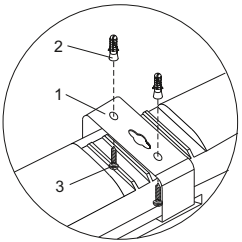

Рисунок 2
4.6 Монтаж светильника на рабочую поверхность производить при помощи монтажных скоб и крепежа, входящих в комплект поставки (рисунок 2):